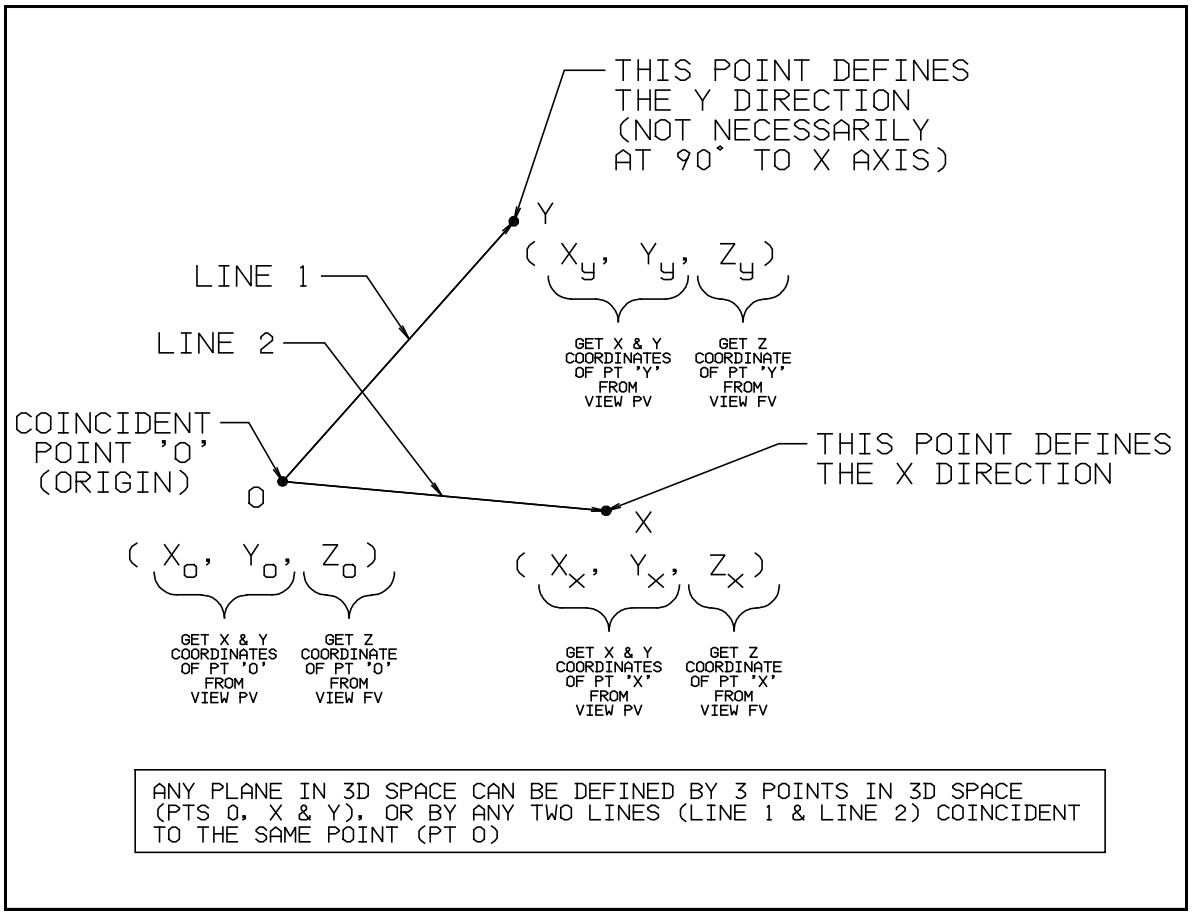
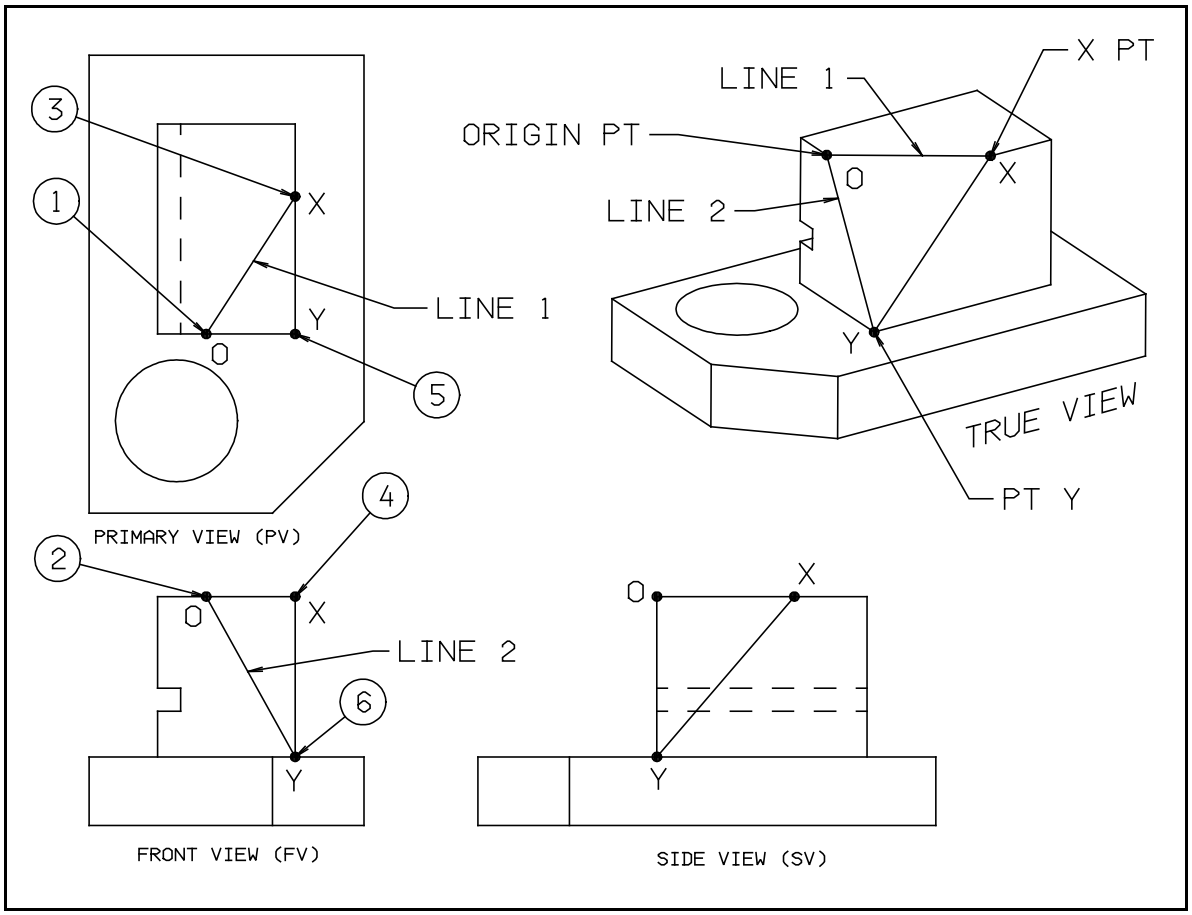
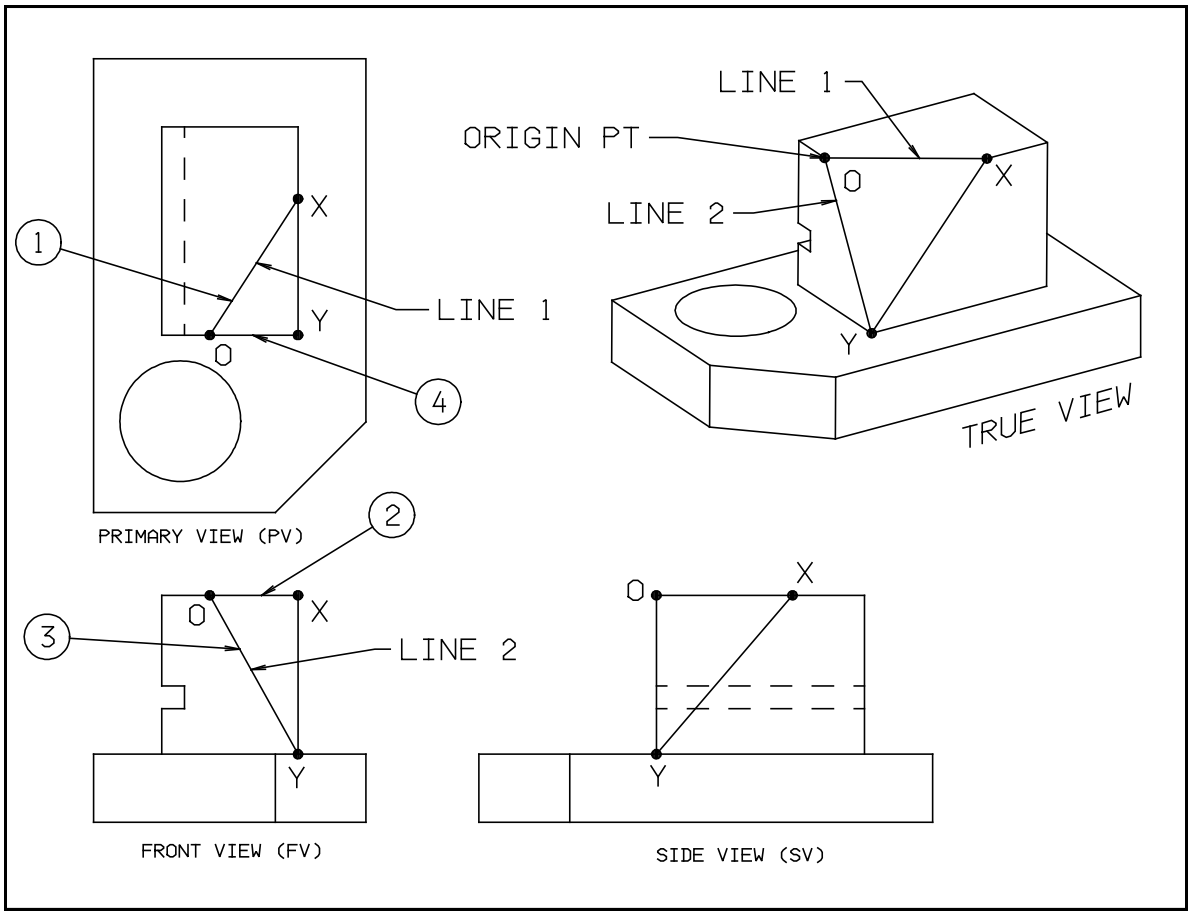

Figure 45 Line and point definitions for creating a true view.
Figure 46 The definition points for creation of a true view.
Figure 59 True length lines for creation of a true view.
NOTE: It is assumed that the three orthographic views, PV, FV and SV have been completed prior to beginning this procedure. **If you do not have these views ready, change to CAD,TRAIN and call the drawing "AUXVIEW EXAMPLE ,3" to use for this exercise.** Reference Figure 45 and Figure 46 on pages 37 and 38 as you read through the following steps.
1. Look at the existing orthographic views (a minimum of two) and decide which plane you want to create the true view on. On Figure 45 and Figure 46 you have determined that you want to create a true view of the plane defined by pts O, X and Y.
4. Check the primary view (PV) and the front view (FV) to make sure that points are located at positions O, X and Y in each view. If the points are not there, make the view active and create points where necessary.
screen. MICRO CADAM asking for the X and Y coordinates of the definition point for the origin of the true view. Select pt 'O' in **plan view** (PV). (NOTE: This is point #1 in Figure 46 on page 25-38.) This *captures* the X and Y coordinates of the origin point. Note that view PV provides all the X and Y coordinates for the true view definition points.
9. The menu prompt ***Key Z = 0.0000 / Sel edge line or point*** will appear near the top of the display screen. MICRO CADAM is asking for the elevation of the origin point (i.e. its Z coordinate). Select the 'O' point in the **front view** (FV). (NOTE: This is point #2 in Figure 46 on page 25-38.) This *captures* the Z coordinate of the origin point. Note that view FV provides all the Z coordinates for the true view definition points.
screen. MICRO CADAM asking for the X and Y coordinates of the definition point for the X point of the true view. Select pt 'X' in **plan view** (PV). (NOTE: This is point #3 in Figure 46 on page 25-38.) This *captures* the X and Y coordinates of the X point. Note that view PV provides all the X and Y coordinates for the true view definition points.
11. The menu prompt ***Key Z = 5.0000 / Sel edge line or point*** will appear near the top of the display screen. (NOTE: The actual value for Z will vary depending on where the previous selection was made). MICRO CADAM is asking for the elevation of the X point (i.e. its Z coordinate). Select the 'X' point in the **front view** (FV). (NOTE: This is point #4 in Figure 46 on page 25-38.) This *captures* the Z coordinate of the X point. Note that view FV provides all the Z coordinates for the true view definition points.
12. The menu prompt ***Def point for Y-direction*** will appear near the top of the display screen. MICRO CADAM asking for the X and Y coordinates of the definition point for the Y point of the true view. Select pt 'Y' in **plan view** (PV). (NOTE: This is point #5 in Figure 46 on page 25-38.) This *captures* the X and Y coordinates of the Y point. Note that view PV provides all the X and Y coordinates for the true view definition points.
13. The menu prompt ***Key Z = 5.0000 / Sel edge line or point*** will appear near the top of the display screen. (NOTE: The actual value for Z will vary depending on where the previous selection was made). MICRO CADAM is asking for the elevation of the Y point (i.e. its Z coordinate). Select the 'Y' point in the **front view** (FV). (NOTE: This is point #6 in Figure 46 on page 25-38.) This *captures* the Z coordinate of the Y point. Note that view FV provides all the Z coordinates for the true view definition points.
NOTE: It is assumed that the three orthographic views, PV, FV and SV have been completed prior to beginning this procedure. **If you do not have these views ready, change to CAD,TRAIN and call the drawing "AUXVIEW EXAMPLE ,3" to use for this exercise.** Reference Figure 45 and Figure 59 on pages 37 and 46 as you read through the following steps.
1. Look at the existing orthographic views (a minimum of two) and decide which plane you want to create the true view on. On Figure 45 and Figure 59 you have determined that you want to create a true view of the plane defined by line 1 and line 2.
7. The menu prompt ***Def origin / Sel TL line 1*** will appear near the top of the display screen. MICRO CADAM asking you to select the first true length (TL) line. Select line 1 in **plan view** (PV). Select the line identified with balloon #1.